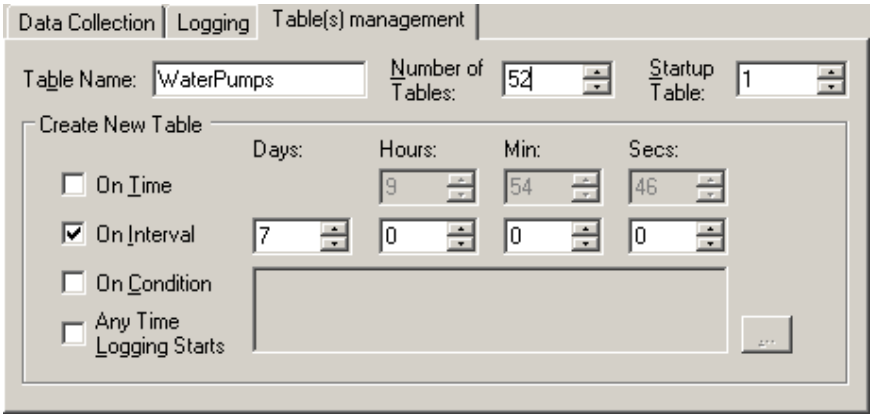

Figure R10.1 - Logging Group Configuration
For questions 7-10, please refer to Figure R10.1.
7. True or False: In the configuration shown in Figure R10.1, the base table name in the database will be WaterPumps.
8. In the configuration in Figure R10.1, what will be the maximum amount of data available in the database?
9. True or False: In the configuration shown in Figure R10.1, the logger will create a new table every month.
10. True or False: In the configuration shown in Figure R10.1, the first table in the database will be named WaterPumps_1.